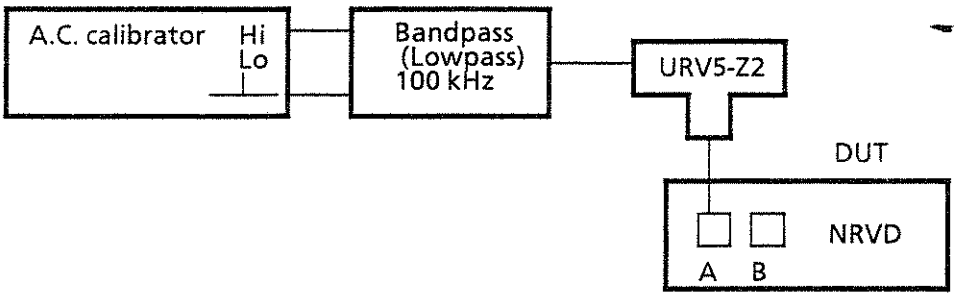

Fig. 5-2 Testing the A.C. measuring accuracy
A.C. measuring accuracy is checked by measuring the output voltages of an A.C. calibrator using the Insertion Unit URV5-Z2 (fig. 5-2). The noise voltage at the calibrator output (determined in broadband measurement) must not exceed 200 µV; otherwise a lowpass filter or voltage divider is required.